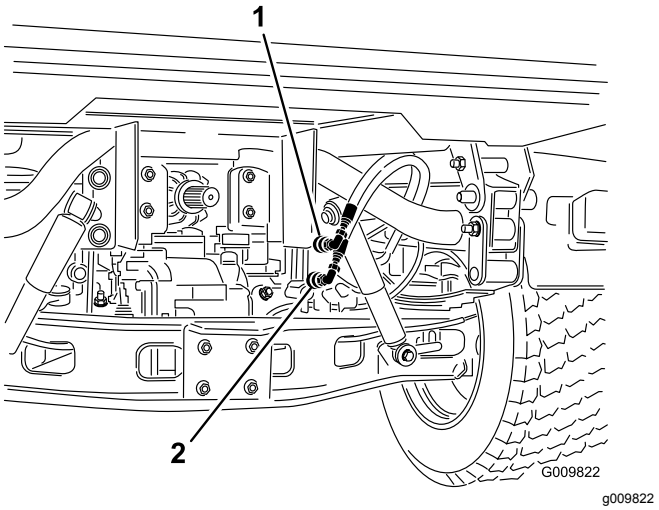

Figur 16
2. På køretøjer med serienumre 240000001 og opefter skal du frakoble de 2 løftecylinderslanger fra slangerne, der er fastgjort til koblingsbeslaget (Figur 16). Sæt dækslerne ind i cylinderslangens lynkoblinger.